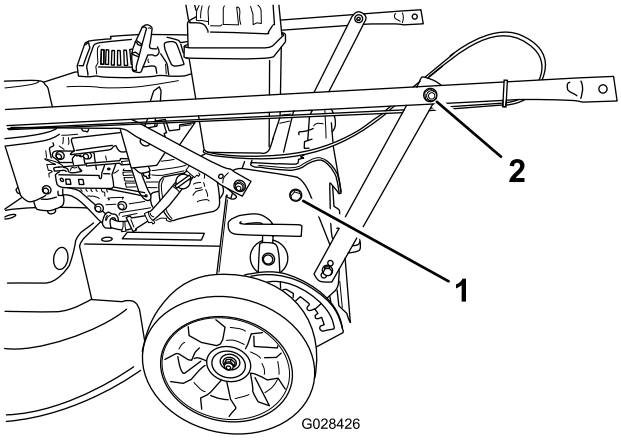

Rysunek 4
1. Odkręć 2 śruby od ramy maszyny, ukazane na Rysunek 4.